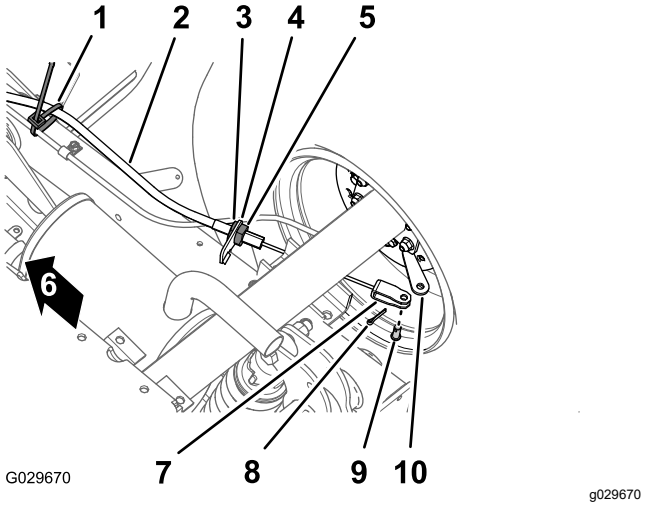

**Figur 40**
1. Fjern kabelbåndet i bunden af maskinen, der fastgør parkeringsbremsens kabel til driftsbremsens ledning (Figur 40).
2. Marker en rotationsstribe på den fremadgående kontramøtrik til parkeringsbremsens kabel (Figur 40).
3. Løsn den bageste kontramøtrik og fjern kablet fra bremsekablets beslag (Figur 40).
4. Fjern låseclipsen og gaffelbolten, der fastgør gaffelbolten til parkeringsbremsens kabel, på bremsebetjeningshåndtaget, og tag kablet af håndtaget (Figur 40).
1. Før den genvindskårne justeringsskrue på parkeringsbremsens kabel hen til bremsekablets beslag og gaflen til bremsebetjeningshåndtaget (Figur 40).
3. Juster den genvindskårne justeringsskrue på parkeringsbremsens kabel i forhold til bremsekablets beslag og stram den bageste kontramøtrik (Figur 40).